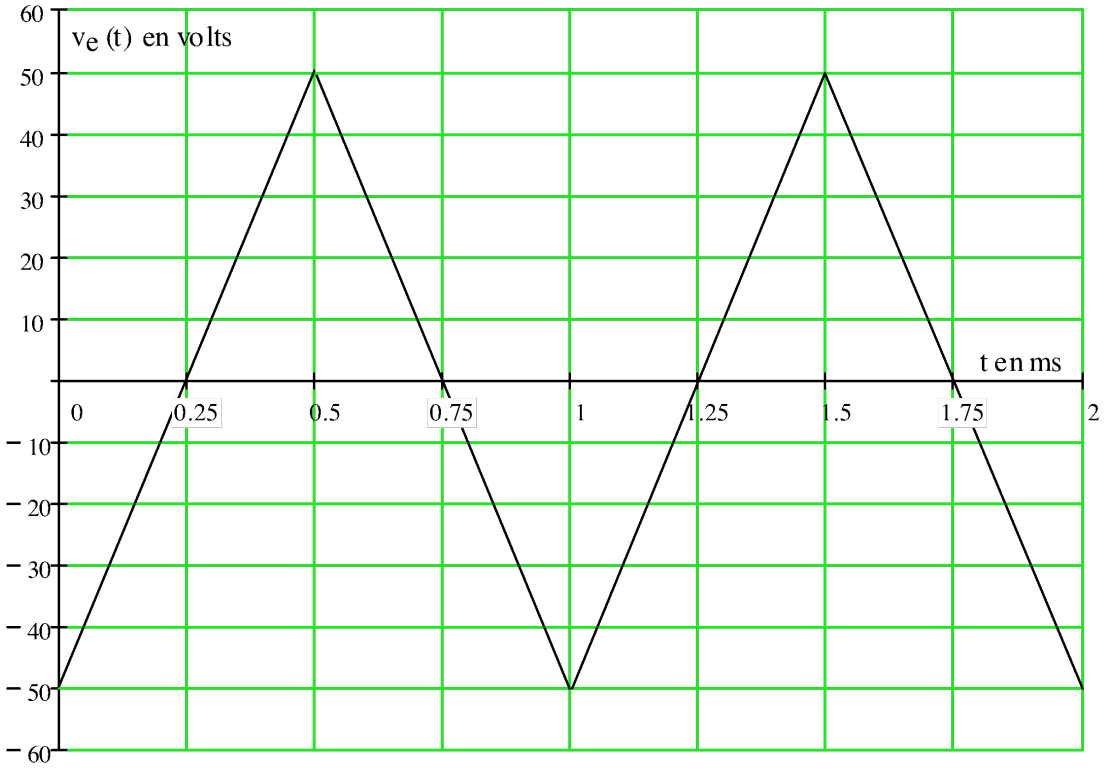

Figure 11.2
- Reporter la tension v_s sur la Figure 11.2.
- Tracer sur la Figure 11.2, la droite de charge à l'instant ***t = 0***. Vérifier que le point de fonctionnement correspond à ***D1*** bloquée.
- Calculer l'expression de la tension $v_s(t)$ dans cette 1° séquence et dessiner son graphe sur la Figure 11.2.
- Dessiner le graphe de la tension $v_s(t)$ dans cette séquence sur la figure 11.2.